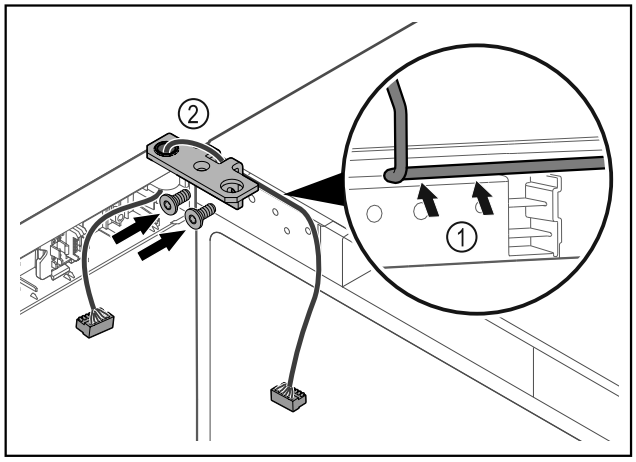

Fig. 38
▶ Проведите кабель через отверстие в шарнирном уголке и аккуратно уложите его *Fig. 38 (1)*.
▶ Привинтите шарнирные уголки *Fig. 38 (2)*.